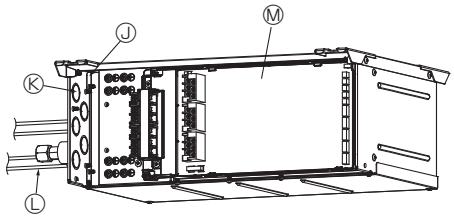

Fig. 8-6
- **When cutting out the knockout holes on the conduit plate, beware that neither deformation nor distortion occurs on the plate. Also, when installing the conduit plate, beware that no gap exists between the plate and the conduit pipes or the conduit holes, otherwise it may cause failure of the controller board due to the invasion of small creatures or insects. (Fig. 8-6)**